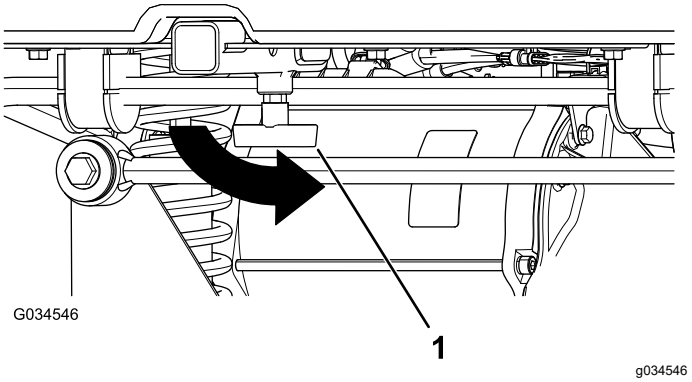

Figura 16
3. Aperte a pega em T rodando-a no sentido contrário ao dos ponteiros do relógio (Figura 16).